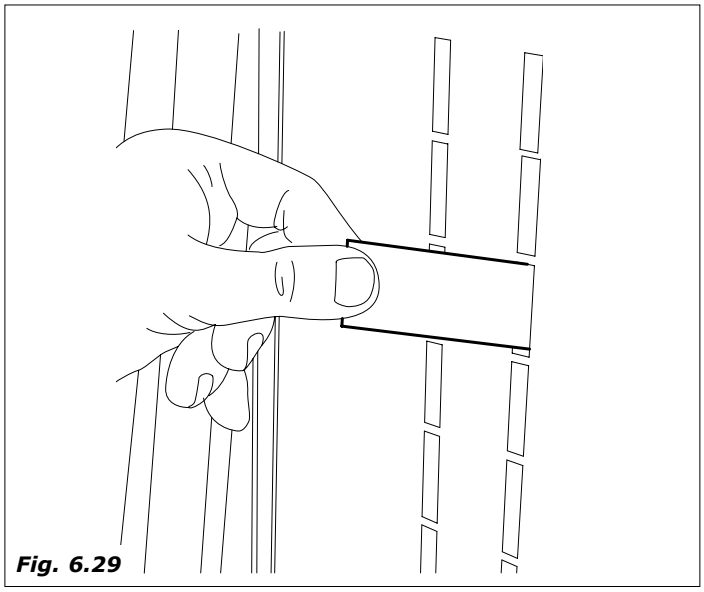

Fig. 6.29
– introduzir as etiquetas na ordem e conforme as seleções utilizadas sobre o distribuidor *(Fig.6.29)*